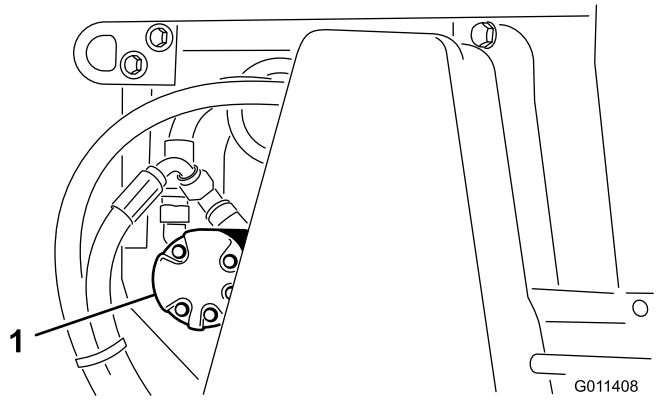

Figuur 23
2. Zet de moeren waarmee de motor van de borstel (Figuur 23) aan de linkerkant van de machine bevestigd is los.